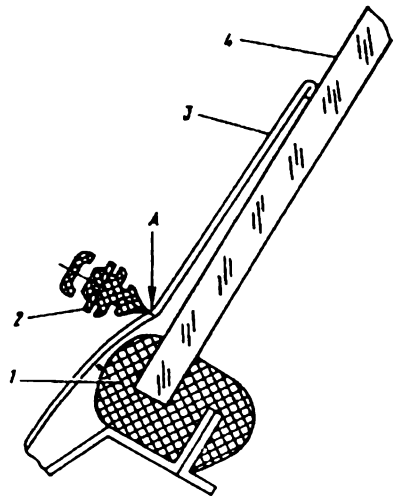

Рис. 274. Положение щетки на накладке ветрового стекла:
3. Установите рычаги со щетками. Щетки должны располагаться на накладке стекла в точке *А* (рис. 274). Закрепите щетки в этом положении.